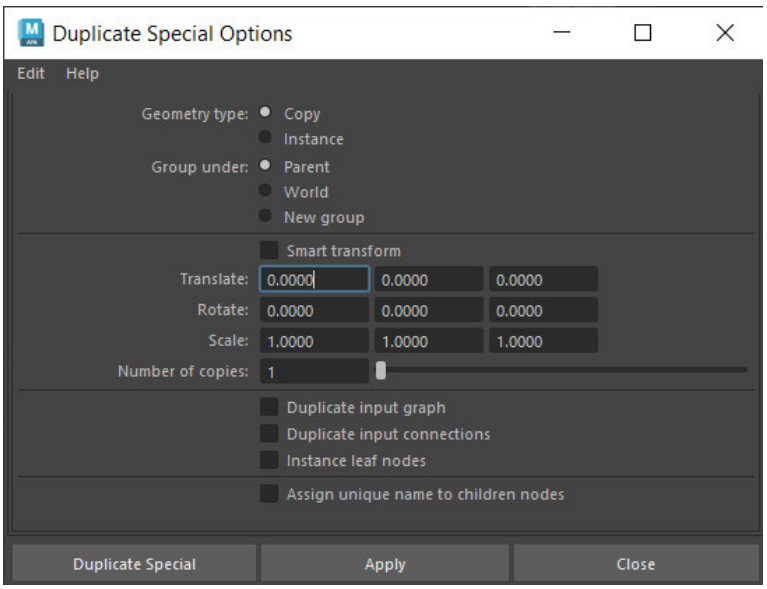

Figure 4-54 *The* ***Duplicate Special Options*** *window*
3. Make sure the curve is selected. Choose **Edit > Duplicate > Duplicate Special > Option Box** from the menubar; the **Duplicate Special Options** window is displayed, refer to Figure 4-54. Enter the values in the window, as shown in Figure 4-54, and then choose the **Duplicate Special** button; duplicate curves are created in the viewport.